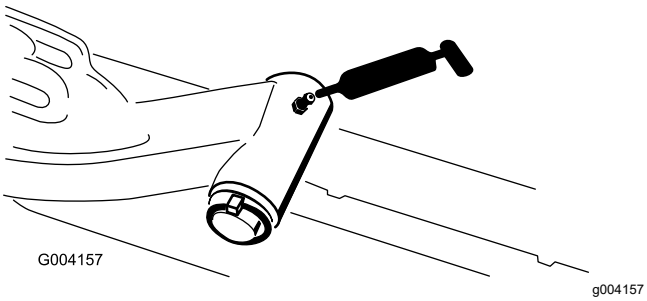

Figuur 104
- Draaias van hefarm (1) (Figuur 104)